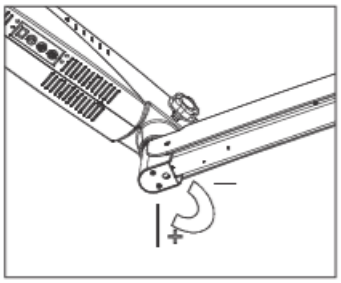

Fig. 55
2. **Loosen two allen bolts by using allen wrench of 4 mm as shown in fig.55.**